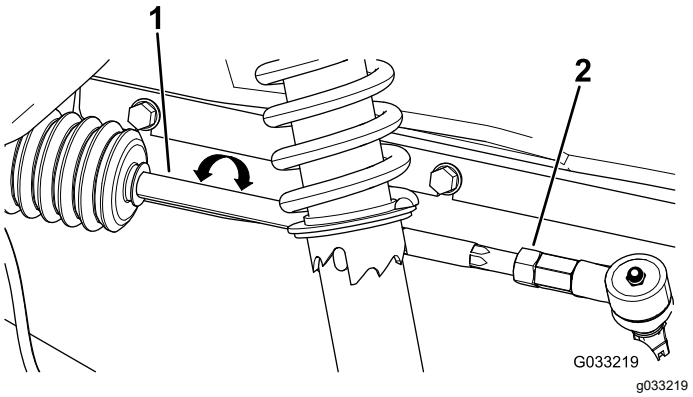

Figur 60
4. Om måttet inte hamnar inom 0–6 mm ska du lossa kontramuttrarna i den yttre änden av dragstängerna (Figur 60).